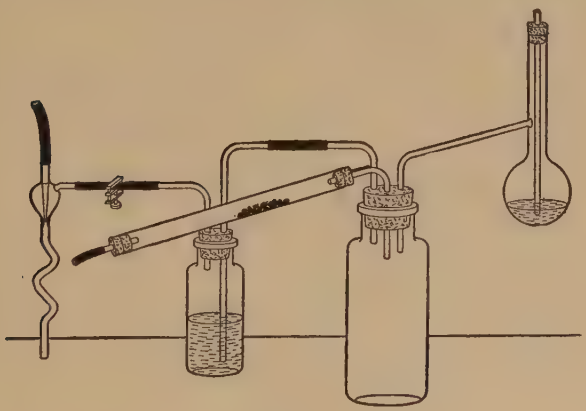

Fig. 25
87. Preparation of Sulphuric Acid (Two students working together). Obtain a distilling-flask (25 c.c.), rubber connections for a safety bottle, a screw-clamp, and a Chapman pump from the storeroom. Fit up with your one-liter bottle the apparatus as in Fig. 25. Charge the hard glass tube with about 10 g. of